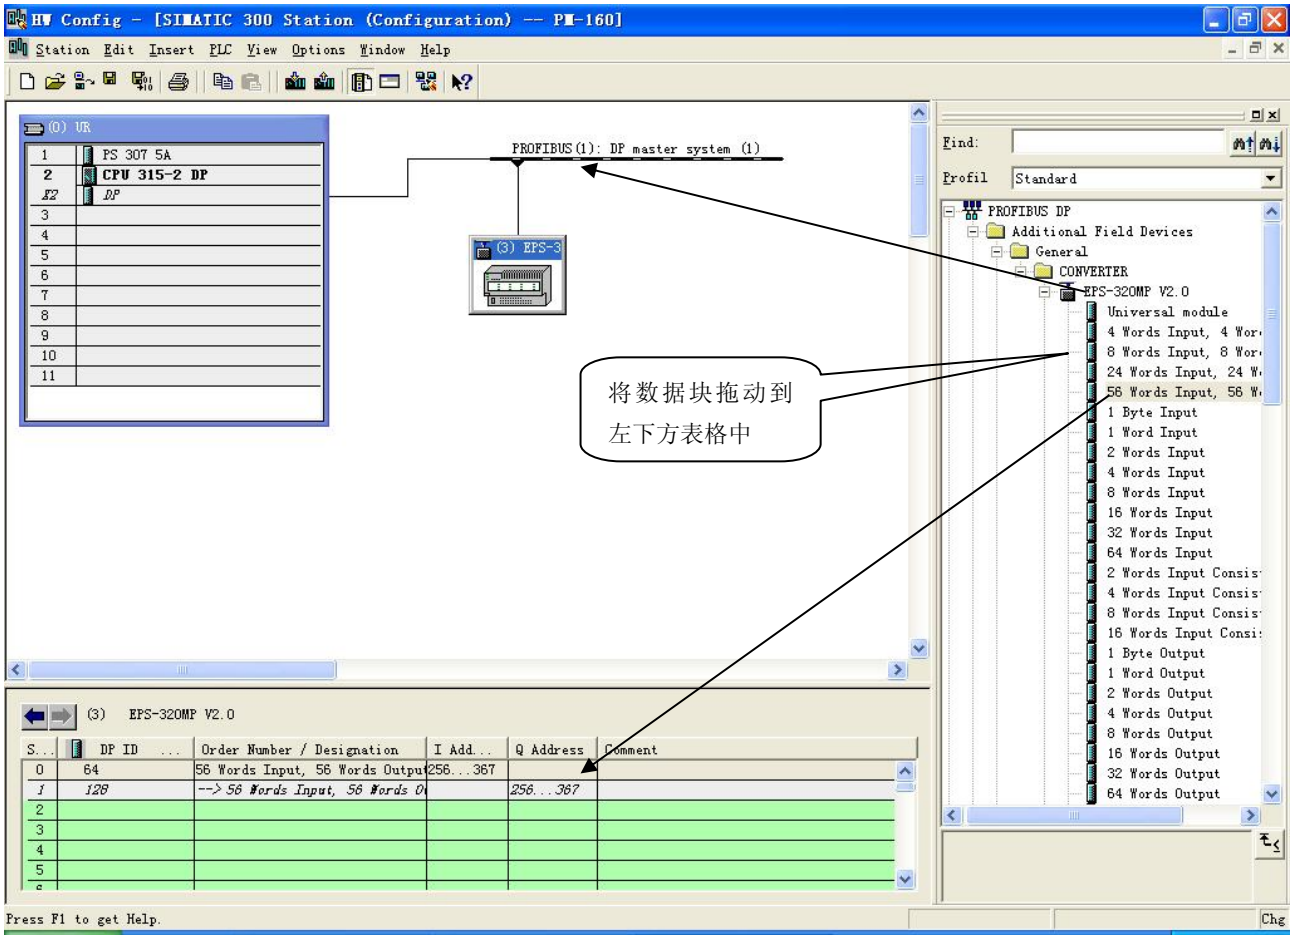

图 10
11. 将从站 EPS-320MP 配入到 PROFIBUS 网络配置当中，并将输入输出数据块，映射到 S7-300 或者其它控制器的内存当中。如图 10：